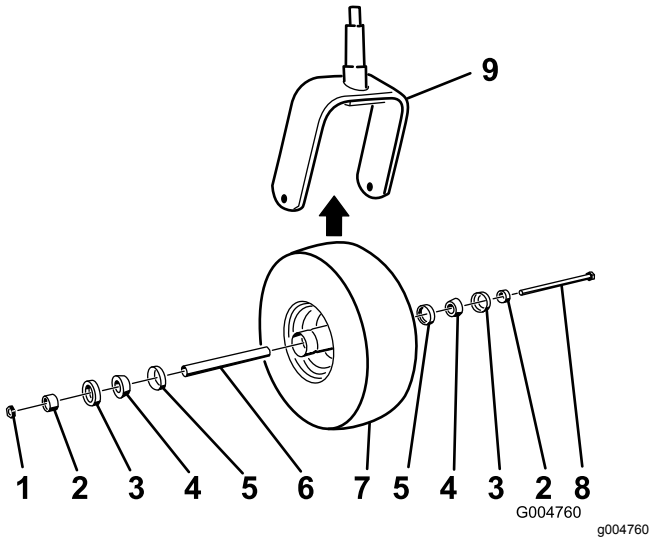

**Rysunek 42**
2. Zdejmij nakrętkę zabezpieczającą ze śruby (Rysunek 42).
5. Zamontuj koło samonastawne, wciskając łożyska stożkowe i uszczelki wypełnione smarem do piasty koła ustawionej w sposób pokazany na Rysunek 42.